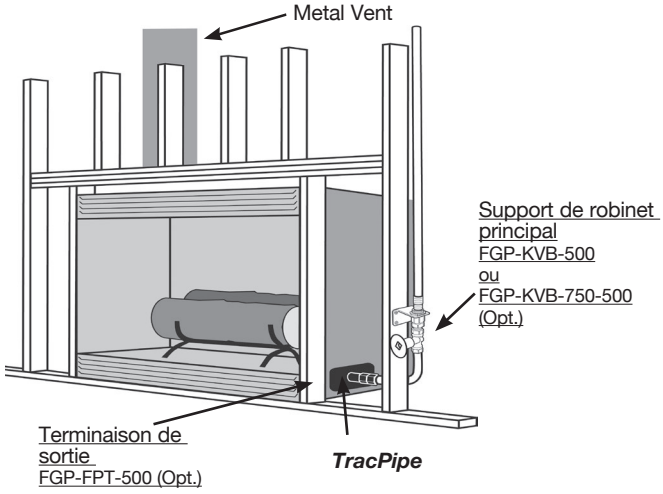

Figure: 4-23
5. Il est possible d'utiliser le FGP-FPT dans toutes les applications où on ne veut pas pénétrer dans le caisson avec le tube. (Voir Figure: 4-23).